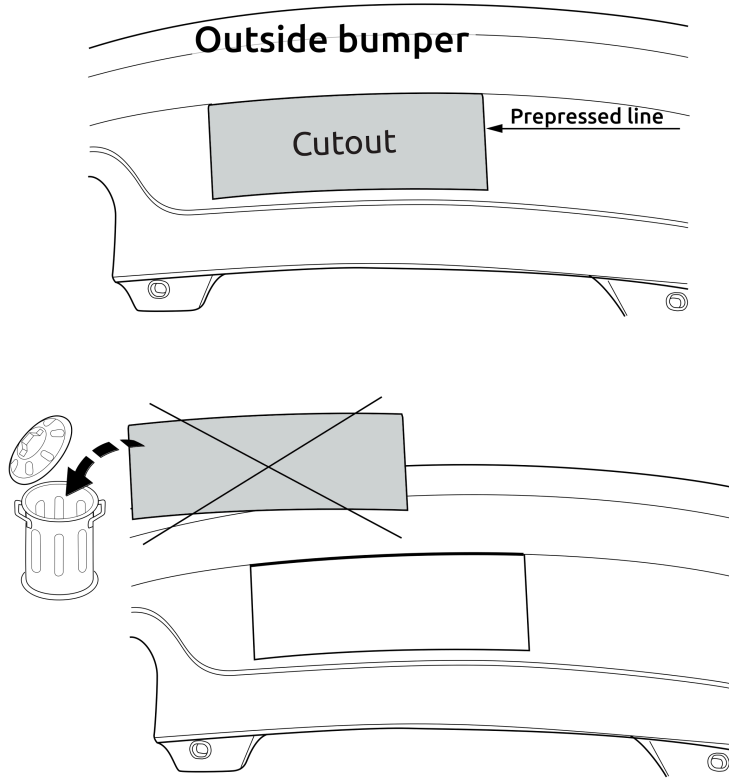

Fig. 9
9. Внимание! При необходимости: Выпилить часть из бампера в середине снизу, как указано на рис. 9/10/11/12/13.